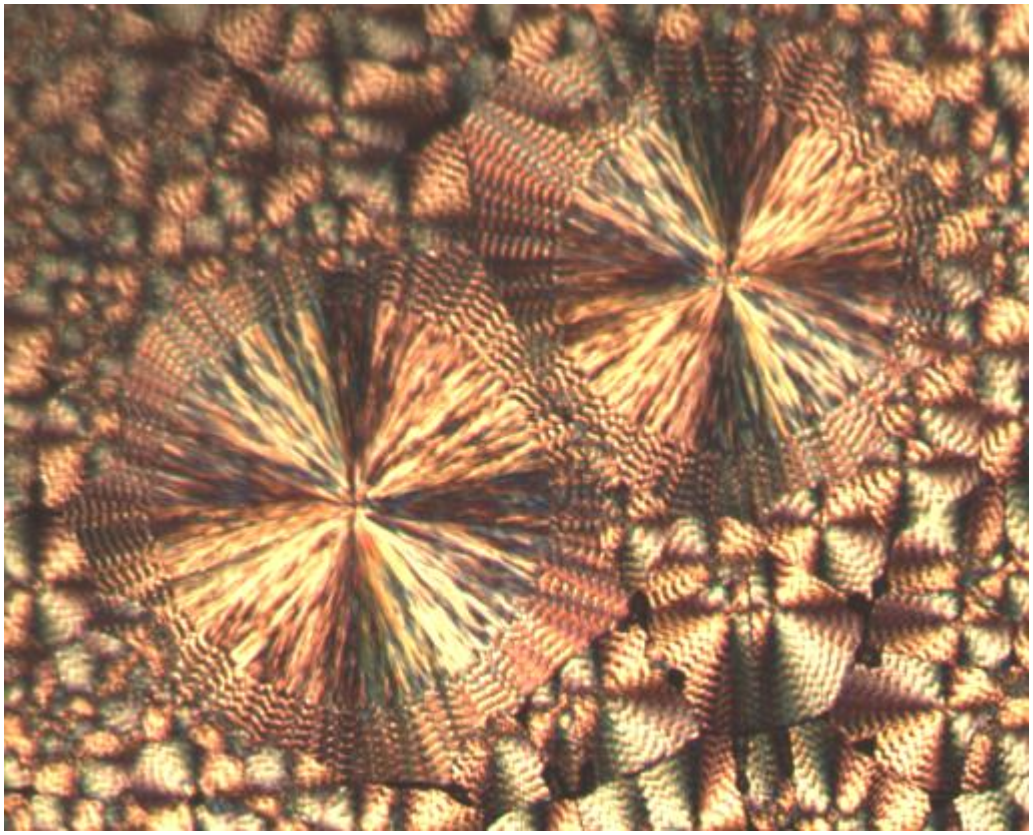

Figura 1. Esferulitas de PPDX observadas por MOLP.
1. La PPDX es un polímero comercial que se emplea como sutura. Este polímero puede cristalizar, tal y como se muestra en la **Figura 1**. Explique: